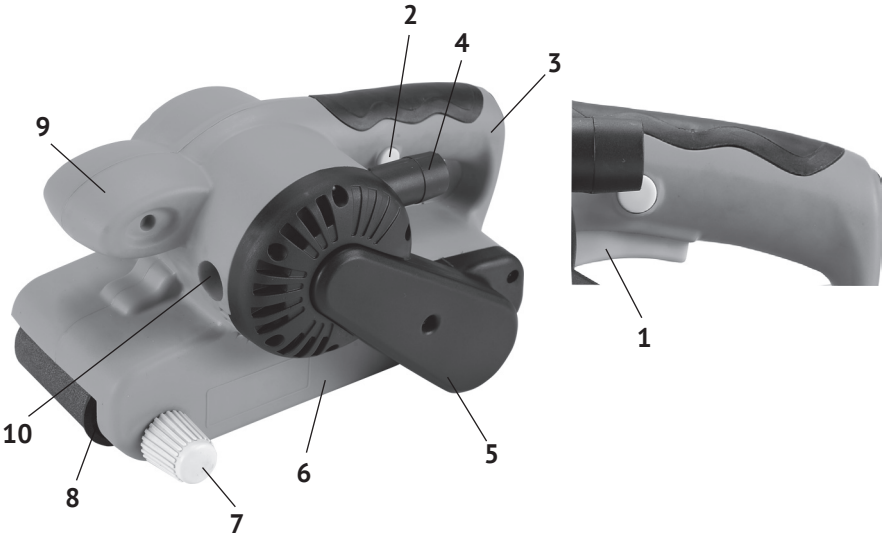

рис. 1
Внешний вид шлифмашины представлен на рис.1
1.7 Механизм шлифмашины расположен в пластиковом корпусе (рис.1 поз.6), состоящем из двух половин. Крутящий момент с якоря электродвигателя, зубчатым ремнём передаётся на ведущий валик. Между ведущим и ведомым валиками движется абразивная шлифовальная лента (рис.1 поз.8) на тканевой основе – рабочий инструмент шлифмашины.
1.8 Клавиша выключателя (рис.1 поз.1) расположена в передней части рукоятки.
Включение шлифмашины осуществляется нажатием на клавишу выключателя. Фиксация клавиши в рабочем положении, осуществляется кнопкой (рис.1 поз.2), расположенной слева на рукоятке. При повторном нажатии на клавишу, кнопка фиксации и клавиша (со щелчком) возвращается в исходное положение - выключено.
1.9 Пылесборник, входящий в комплект поставки, устанавливается на патрубок пылеотвода (рис.1 поз.4) и предназначен для сбора шлама и пыли, образующейся в процессе шлифования. Поток воздуха из корпуса к патрубку обеспечивает специальная крыльчатка, с отдельным шестерёнчатым приводом.
- включите машину на холостом ходу и отцентрируйте регулятором (рис.1 поз.7) прямой ход ленты;
- при выключенном инструменте, установите пылесборник на патрубок пылеотвода (рис.1 поз.4);
3.2 Для замены щёток необходимо выкрутить из корпуса шлифмашины крышки щёткодержателей (рис.1 поз.10), извлечь старые щётки и заменить их новыми. Щётки следует заменять парой для обеспечения равной степени их давления на коллектор якоря.